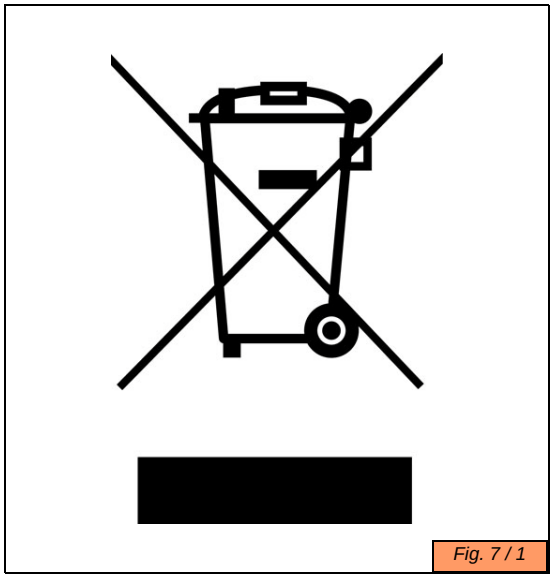

*Fig. 7 / 1*
**In compliance with art. 13 of Italian Legislative Decrete no. 151 dated 25 July 2005 Actuation of Directives 2002/95/EC, 2002/09/EC and 2003/108/EC regarding reductions in the use of dangerous substances in electric and electronic apparatus and the elimination of refuse", the symbol of the barred rubbish container (Fig. 7 / 1) that can be found on the apparatus or on the packaging means that the product at the end of its productive life must be separated from other refuse.**